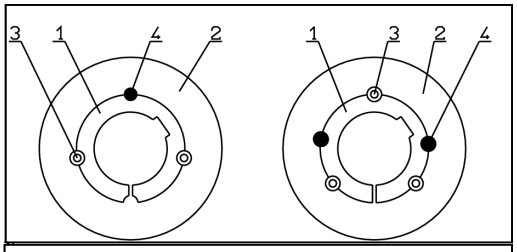

**Figure 21**
4. See Figure 20 and 21. Loosen all set-screws. Depending on the size of the bushing, unscrew one or two set-screws completely, oil them and screw them into the removal holes (Figure 21 item 4). Pull on one or both set-screws, until the bushing (item 1) comes free of the hub (item 2).
7. Push the bushing (Figure 21 item 1) into the hub (item 2) and make the holes coincide as shown in Figure 21. Use witness marks as a guide. Oil set-screws lightly and screw in (item 3) - do not tighten yet.
8. Push the impeller with bushing (item 1) onto the shaft without loading it (using a hoist if the impeller weight requires it), align the axial position and tighten the set-screws (item 3) symmetrically. For HHA sizes 04 through 25,